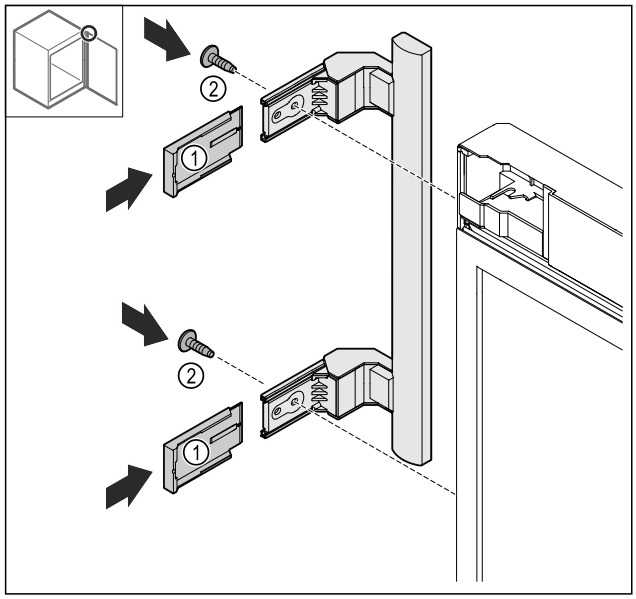

Fig. 21
▶ Montați capacele *Fig. 21 (1)*.